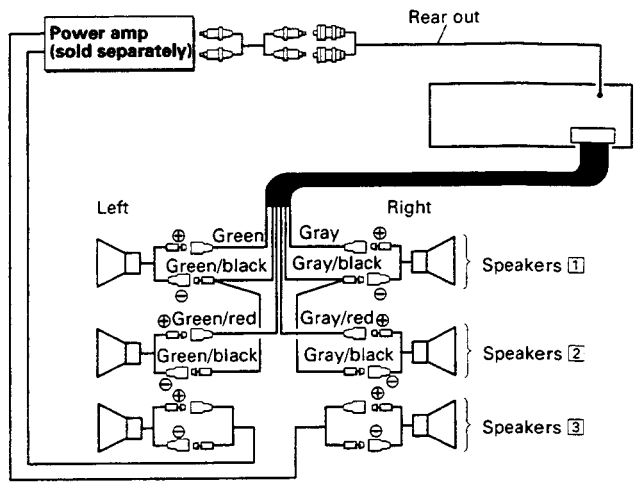

Fig. 1
This fader controls the balance between speakers 1 and 2, and speakers 3, which are shown in Figure 1 on page 5. Press the (–) side of button ① to raise the volume of speakers 1 and 2 only; press the (+) side to raise the volume of speakers 3 only.
Electronic preamp fader ①, ② controls the balance between speakers 1 and 2, and speakers 3 as shown in Figure 1, (See "Adjusting the Fader" on page 4.)
Power fader ⑥ controls the balance between speakers 1 and speakers 2, as shown in Figure 1.